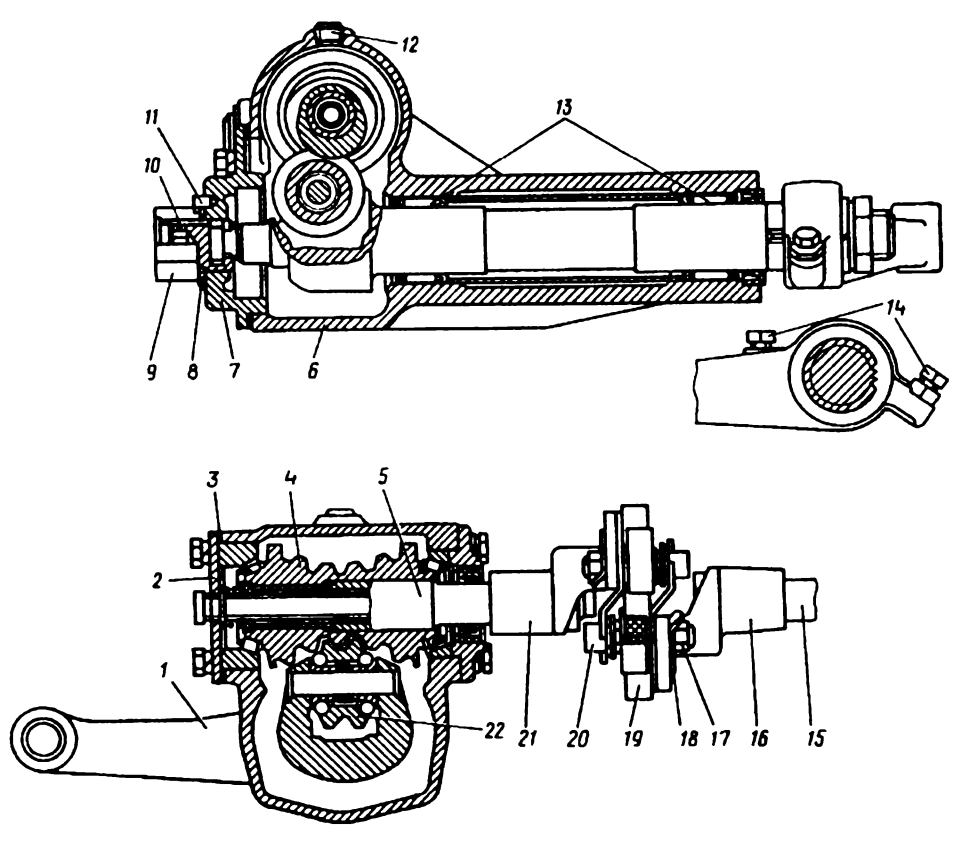

Рис. 167. Рулевой механизм:
Рулевой механизм (рис. 167), имеющий глобоидальный червяк и двухгребневой ролик, находящиеся в беззазорном зацеплении, смонтирован в алюминиевом картере и установлен на наружной стороне левого лонжерона рамы, сзади управляемых колес.
Периодически проверяйте уровень масла в картере рулевого механизма и доливайте его до уровня пробки *12* (см. рис. 167). Заменяйте масло один раз в год. Сливайте масло из картера через сквозное резьбовое отверстие после вывертывания правого нижнего болта передней крышки картера рулевого механизма. Для ускорения слива вывертывайте маслоналивную пробку и слив производите после поездки, пока масло горячее. В случае, если масло загустело, ослабьте на несколько оборотов все четыре болта передней крышки и осторожно отделите ее от картера, чтобы не повредить прокладки.
Регулируйте зазор в зацеплении червяка с роликом без снятия рулевого механизма с автомобиля при положении передних колес для движения по прямой. Для регулировки отверните контргайку *9* (см. рис. 167) и, приподняв стопорную шайбу *8* настолько, чтобы она вышла из зацепления со штифтом *11*, специальным ключом, имеющимся в комплекте инструмента водителя, поверните регулировочный винт по часовой стрелке.
3. Удалите одну прокладку из пакета прокладок *3* (см. рис. 167), установите прокладки на место и туго затяните четыре болта крепления крышки *2*.